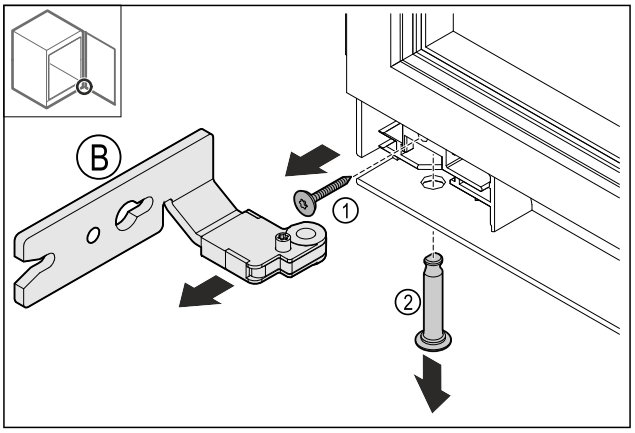

Fig. 18
▶ Schraube *Fig. 18 (1)* entfernen.
▶ Bolzen *Fig. 18 (2)* entfernen.
▶ Scharnier *Fig. 18 (B)* entfernen.